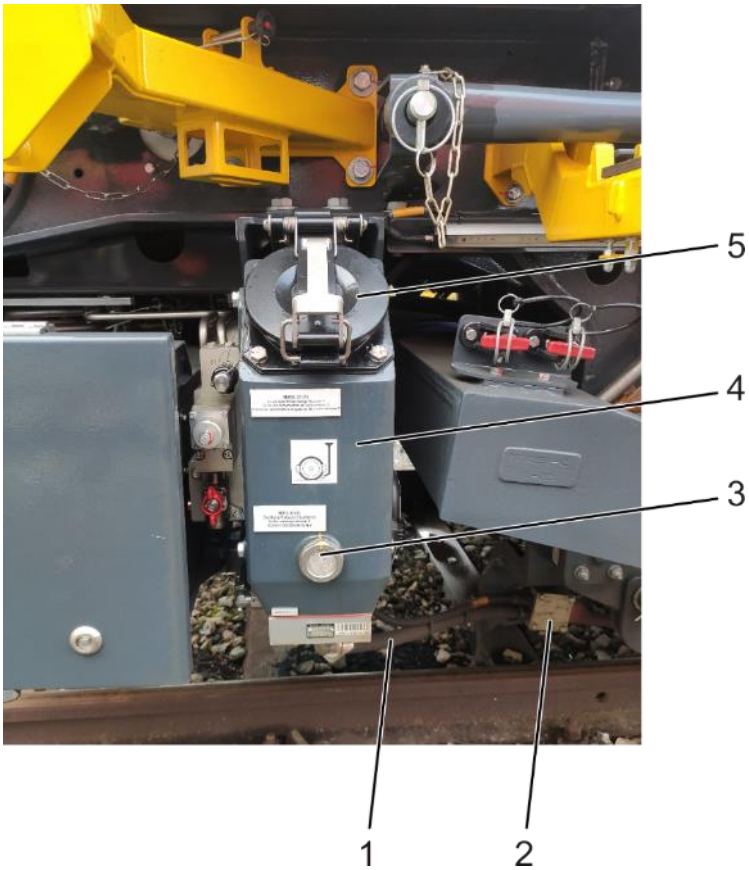

Fig. 13: Impianto sabbiera
La sabbia di quarzo asciutta viene soffiata a pressione nei tubi che rilasciano la sabbia sul binario, cfr. Fig. 13 (1), in modo da accrescere l'aderenza ruota-rotaia.